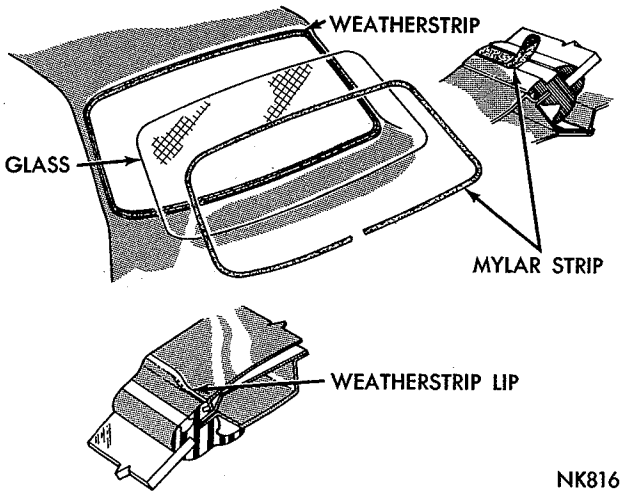

*Fig. 6—Windshield Replacement (Valiant)*
strip (Fig. 6).
(1) If weatherstrip was removed, remove all sealer and foreign material from fence. Apply a small bead of cement in fence groove of weatherstrip.
(2) Position weatherstrip (Fig. 6) over fence, making sure it fits smoothly and evenly.
(3) Coat glass groove of weatherstrip with mineral spirits.
(4) With an assistant, insert top edge of glass into weatherstrip.
(5) Support glass on opening, insert a fibre wedge in groove of weatherstrip and strip in glass. Bump glass with palm of hand so glass is properly seated and centered.
(6) Use mineral spirits **only** as a lubricant and insert locking strip with a fibre tool starting at lower weatherstrip center. Do not stretch locking strip. Trim ends flush.
(7) Position, seat and insert extended lip of weatherstrip (Fig. 6) at top and sides (sides only on convertible).
(8) Water test windshield area.
(9) Install and adjust wiper arms and blades.
(10) Clean glass and remove protective covering.
(11) Install trim strip and garnish mouldings.